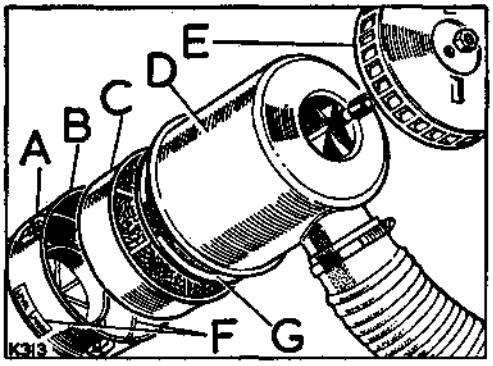

**Fig. A2-3. Exploded view of air cleaner**
1. Fill the oil container with clean engine oil to the oil level mark on the container. See Fig. A2-3.